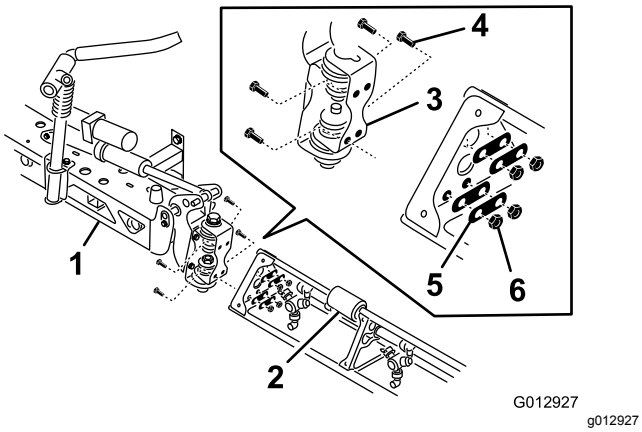

Figur 22
7. Monter forlængerbommen på den midterste bom ved den hængslede plade med de fire bolte, fire skiver og fire møtrikker, der blev fjernet i trin 6, som vist i Figur 22.